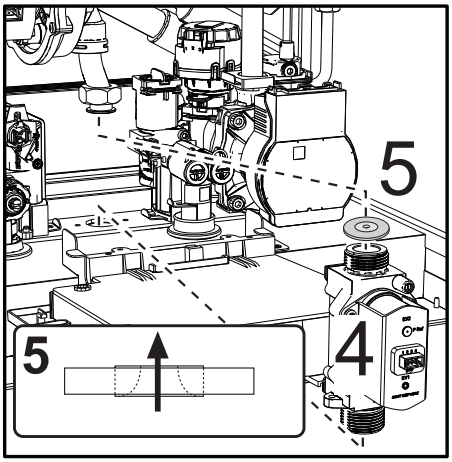

fig. 46
- Remove the gas valve **“4”** and the gas diaphragm **“5”** (fig. 46).